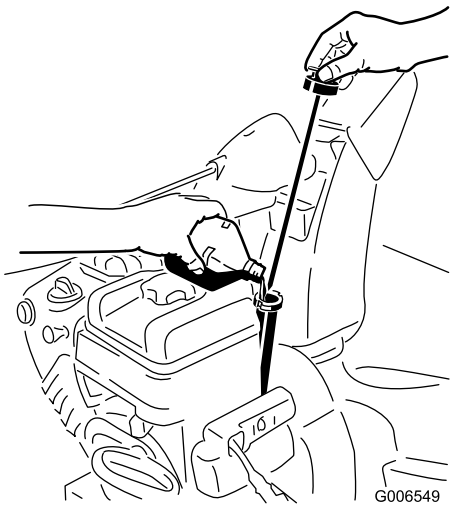

**Figure 41**
2. Remove the dipstick and check the oil level (Figure 41). If the oil level is below the Add mark on the dipstick, add oil. Refer to Filling the Engine with Oil.